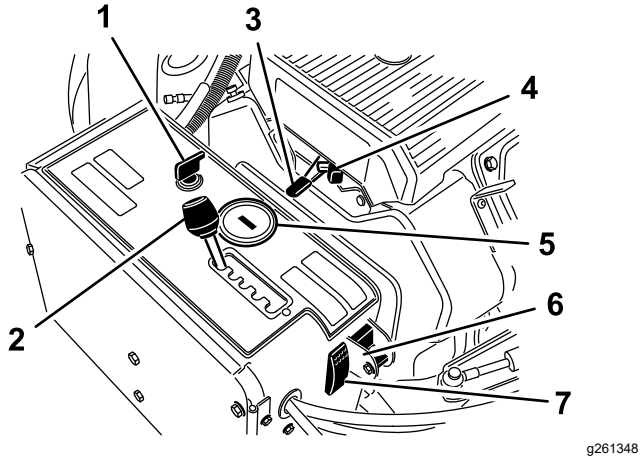

Rysunek 12
Wyłącznik zapłonu (Rysunek 12) służy do uruchamiania i zatrzymywania silnika. Wyłącznik zapłonu ma 3 położenia:
Ustaw dźwignię odstępów aeratora (Rysunek 12) w położeniu żądanej odległości otworów lub w położeniu T do transportu.
Dźwignia przepustnicy (Rysunek 12) pozwala na sterowanie prędkością obrotową silnika. Przesunięcie dźwigni przepustnicy do przodu zwiększa prędkość obrotową silnika (POŁOŻENIE SZYBKIE [Fast]), a do tyłu – zmniejsza ją (POŁOŻENIE WOLNE [Slow]). Prędkość obrotowa silnika reguluje prędkość głowicy wgłębnej i kontroluje prędkość jazdy urządzenia.
- Kiedy silnik wyłączy się, licznik godzin/tachometr (Rysunek 12) wyświetla liczbę godzin pracy silnika.
Podczas uruchamiania zimnego silnika załączaj ssanie (Rysunek 12).
Obróć przełącznik w dolne położenie, aby wyłączyć funkcję TrueCore (Rysunek 12). Odkręć śrubę, aby uzyskać dostęp do przełącznika ręcznego śledzenia ziemi.
Naciśnij przełącznik resetowania układu (Rysunek 12), aby podnieść głowicę wgłębną, jeśli nastąpi wyłączenie układu (np. brak paliwa itd.).